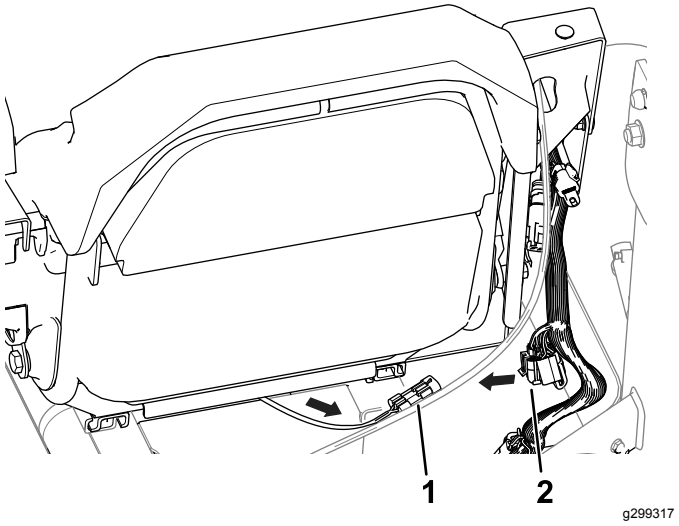

Рисунок 2
1. Проложите жгут проводов переключателя сиденья между сиденьем и его основанием и по направлению к жгуту проводов машины (Рисунок 2).